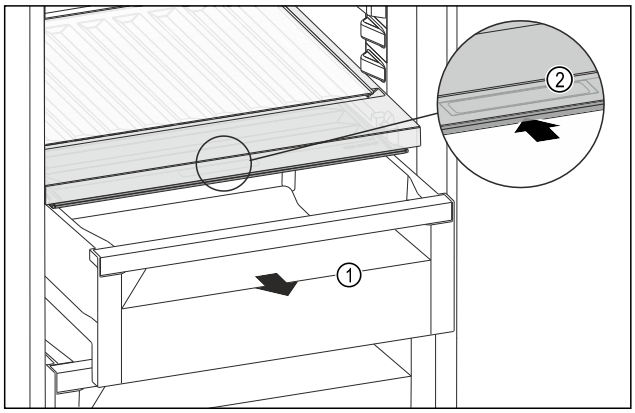

Fig. 193
▶ 拉出抽屉 *Fig. 193 (1)*。
▶ 抓住抽屉盖上的内嵌式拉手 *Fig. 193 (2)*，并同时向后推入抽屉盖。